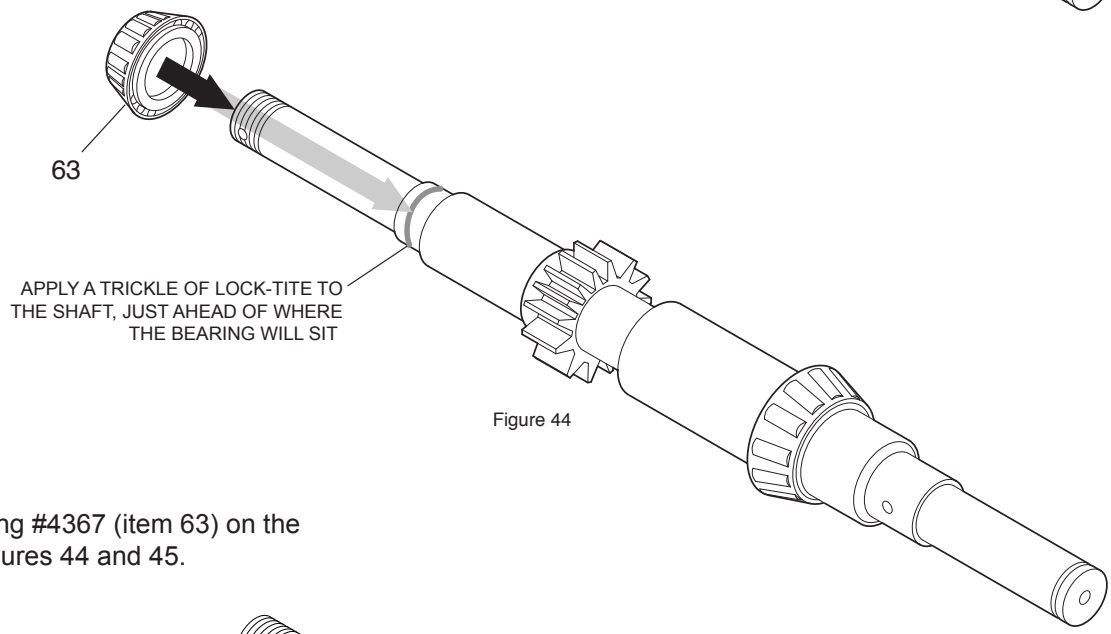

Figure 44
Slide the cone bearing #4367 (item 63) on the shaft as shown in figures 44 and 45.